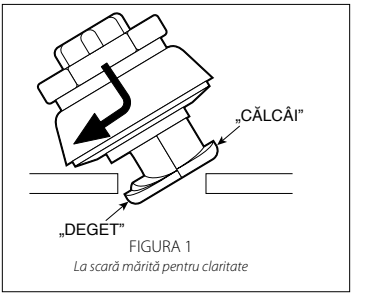

FIGURA 1
4. MONTAREA MODELULUI 923 SAU 924: Aliniați „piciorul" modelului 923 sau 924 cu țeava. Înclinați „degetul" în orificiul de evacuare pentru a introduce modelul 923 sau 924 (consultați Figura 1 de mai sus).